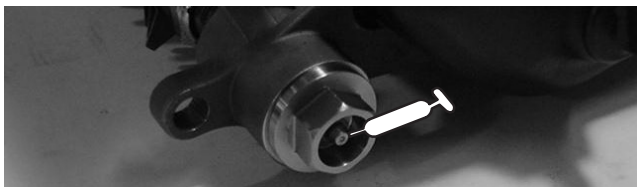

Figure 26
42. Lubricate the groomer bearings (Fig. 26 & 27). Pump grease into fittings until grease is purged onto groomer shaft. Wipe excess grease from seals and shaft.